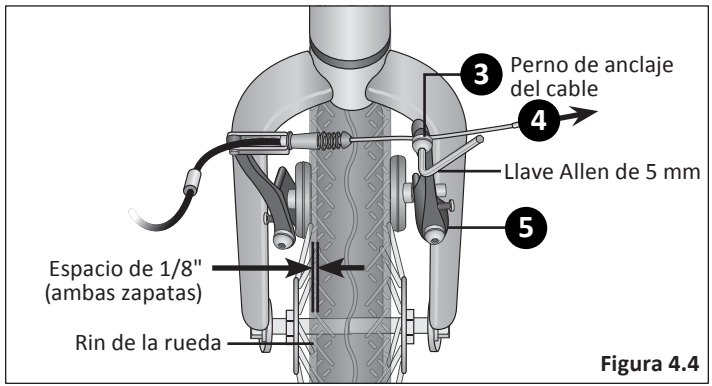

Figura 4.4
3. Revise que el cable del freno esté asentado en la maneta de freno. Usando una llave Allen de 5 mm, afloje el perno de anclaje del cable lo suficiente para que el cable del freno se pueda mover libremente. **Figura 4.4**